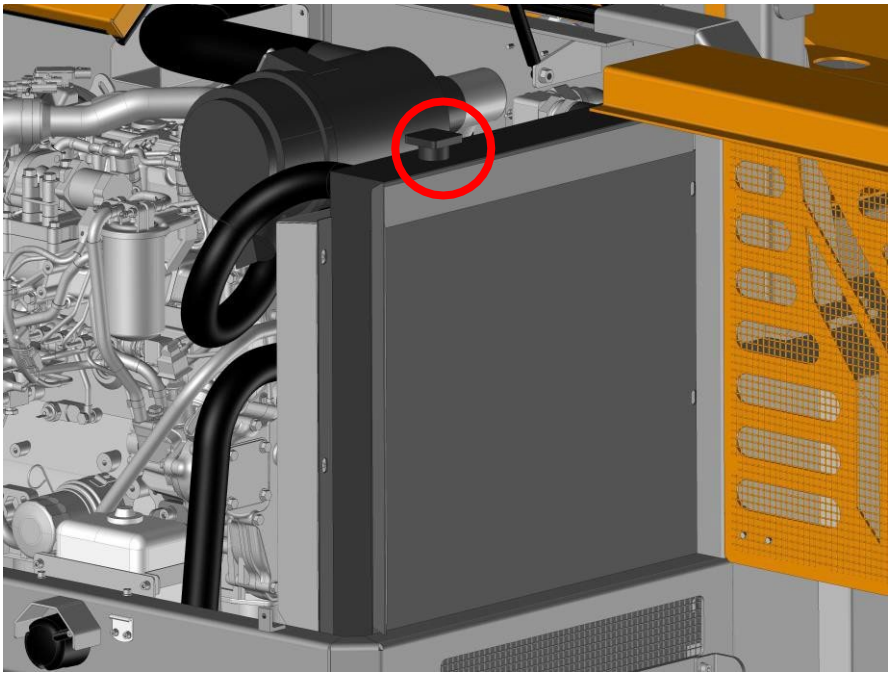

Figure 39 : Radiateur
4. Dévissez le couvercle du réservoir et vérifiez le niveau de liquide de refroidissement (figure 39).
4. Dévissez avec précaution le bouchon du réservoir (figure 39) et relâchez la pression.